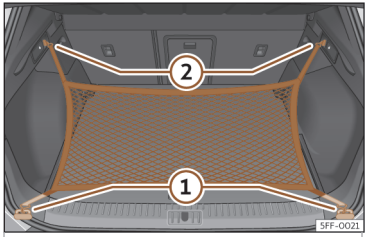

Fig. 119 En el maletero: argollas ① y ganchos ② para enganchar la bolsa de red.
- Fije los ganchos cortos de la red en las argollas de amarre››› **fig. 119** ① ››› ⚠. La cremallera de la bolsa tiene que quedar hacia arriba.
- Fije las cintas en los ganchos para colgar bolsas ②.